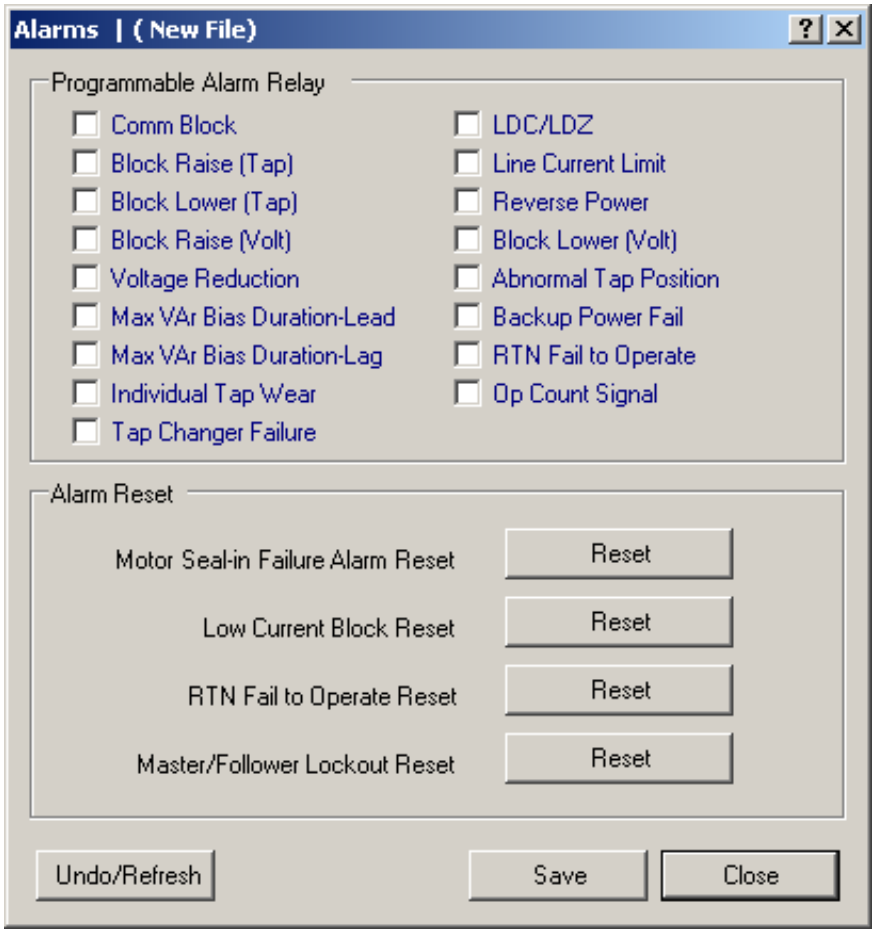

Figure 2-51 Programmable Alarms Dialog Screen
1. Select **Setup/Alarms** from the TapTalk toolbar. TapTalk will display the Programmable Alarm dialog screen (Figure 2-51).